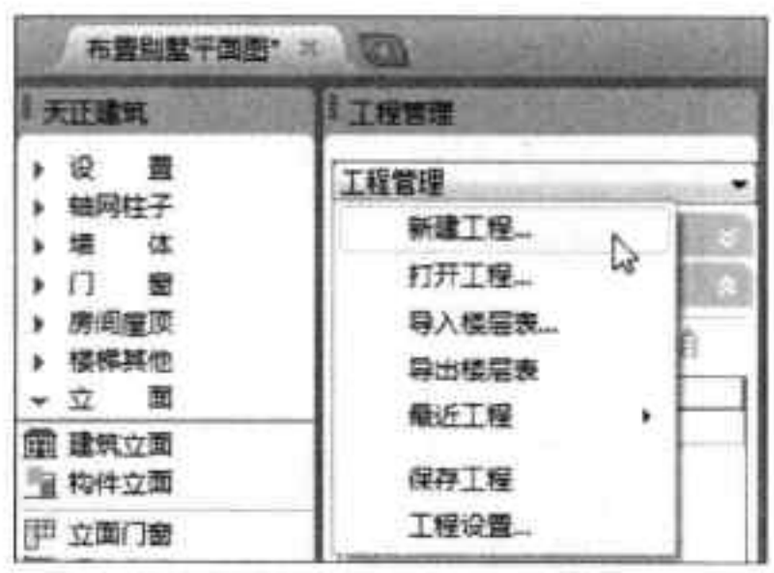

图18-89 新建工程文件
Step20 执行“立面 > 建筑立面”命令，在打开的“工程管理”窗格中，新建工程文件，如图 18-89 所示。